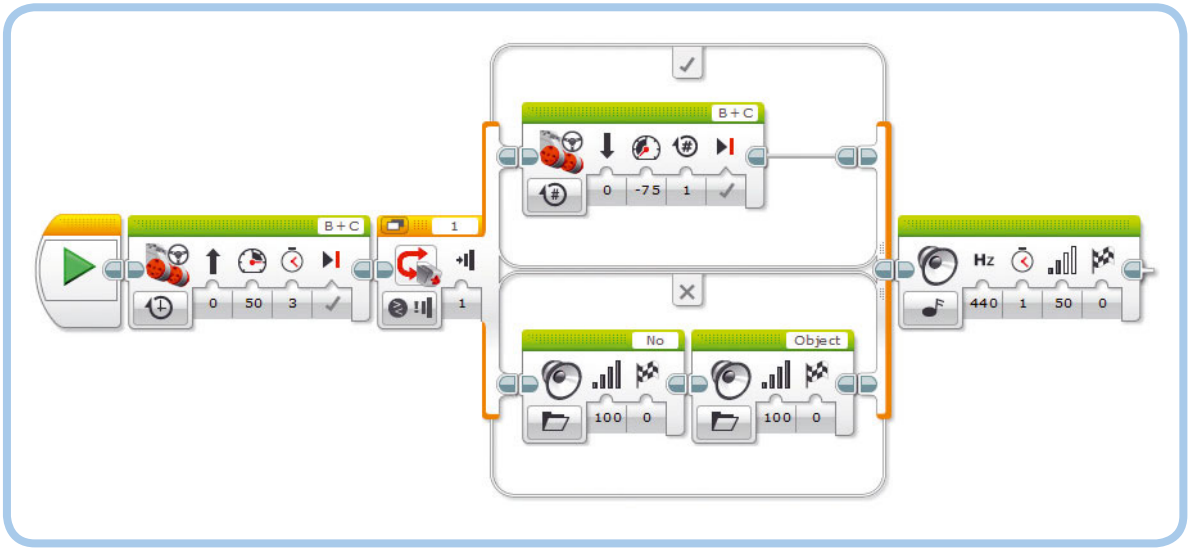

Рис. 6.13. Программа TouchSwitch позволяет роботу решать, что делать, основываясь на информации, полученной от датчика
Программа TouchSwitch, которую вы создадите, обеспечивает движение робота вперед в течение 3 секунд. Затем, если кнопка датчика касания нажата, робот немного отъезжает назад. Если кнопка датчика не нажата, робот говорит: «Нет объекта». Наконец, независимо от решения блока **Переключатель** (Switch) робот воспроизводит мелодию. Теперь создайте программу, как показано на рис. 6.13.
- Блок **Переключатель** (Switch) в режиме **Сравнение** (Compare) запускает последовательность блоков в верхней части, если условие истинно; в противном случае запускаются блоки, находящиеся внизу (рис. 6.13).